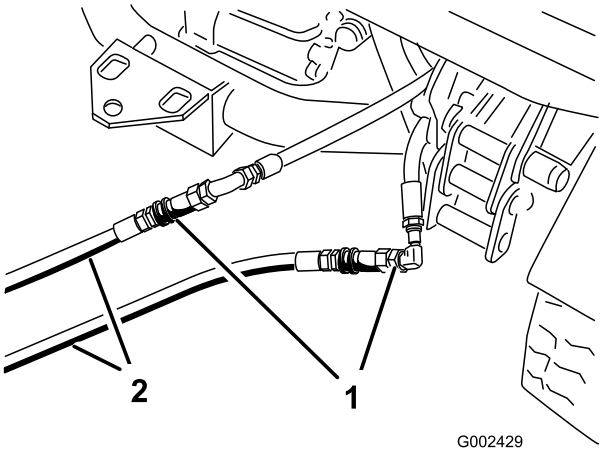

Figur 72
3. På det køretøj, der ikke fungerer: Forbind de to startslanger med slangerne, der blev frakoblet (Figur 72). Tildæk alle ubrugte fittings.